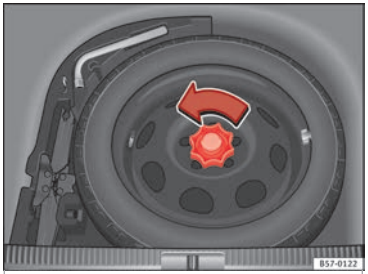

Fig. 230 Compact temporary spare wheel: raised floor panel.
– Turn the thumb wheel anti-clockwise ››› **Fig. 230**.